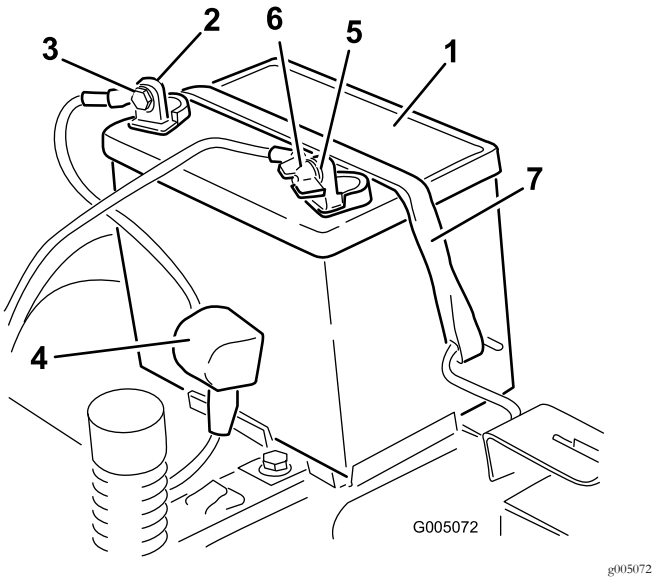

Figuur 46
4. Maak de minkabel (zwart) los van de accupool (Figuur 46).
6. Maak de pluskabel (rood) los van de accupool (Figuur 46).
7. Verwijder de bevestigingsband van de accu (Figuur 46) en til de accu uit de accubak.
1. Plaats de accu in de bak (Figuur 46).
5. Zet de accu vast met de bevestigingsband (Figuur 46).